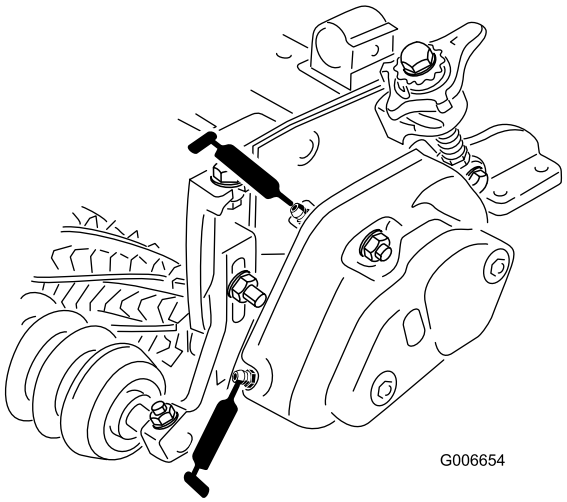

Figur 14
25. Fyld hver knivcylinders lejehus med smørefedt (Figur 14). Overskydende smørefedt skubbes ud mellem de indvendige pakninger og pakningsafskærmningerne.
26. Smør alle trimmerens lejer (maks. 2 eller 3 pump) (Figur 14). Påfør ikke for meget smørefedt, da dette kan beskadige pakningerne. Tør overskydende fedt af.